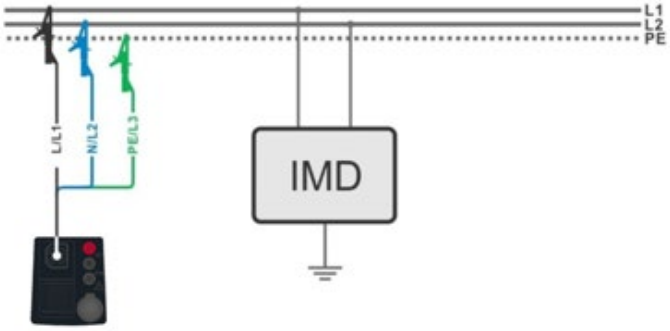
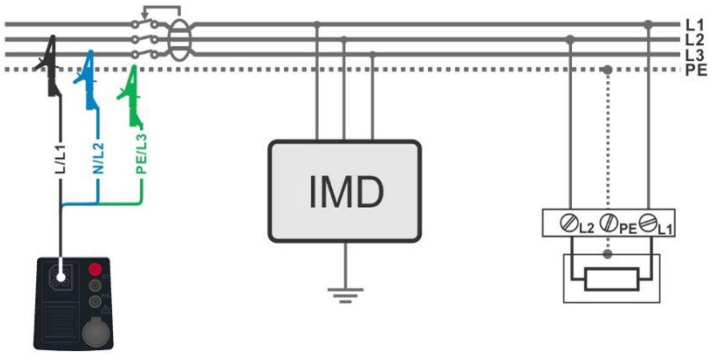

Abbildung 7.63: Messung des Ableitstroms des ersten Fehlers mit der 3-Leiter-Prüfleitung
Abbildung 7.64: Messung des Ableitstroms des ersten Fehlers im RCD geschützten Stromkreis mit der 3-Leiter-Prüfleitung
- Schließen Sie den 3-Leiter Prüfadapter am Prüfobjekt an, siehe ***Abbildung 7.63*** und ***Abbildung 7.64***.